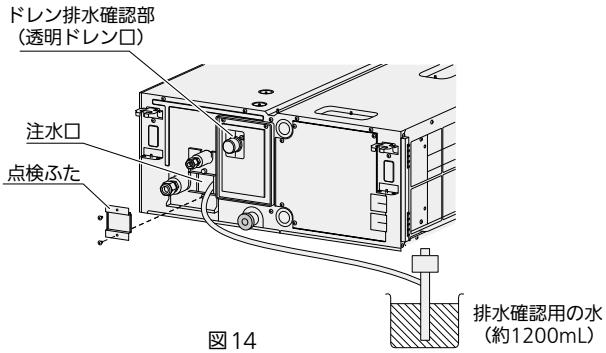

図14
- 図 14 の通り、注水口よりドレンパン内に排水確認用の水（約 1200mL）を少しずつ入れてください。